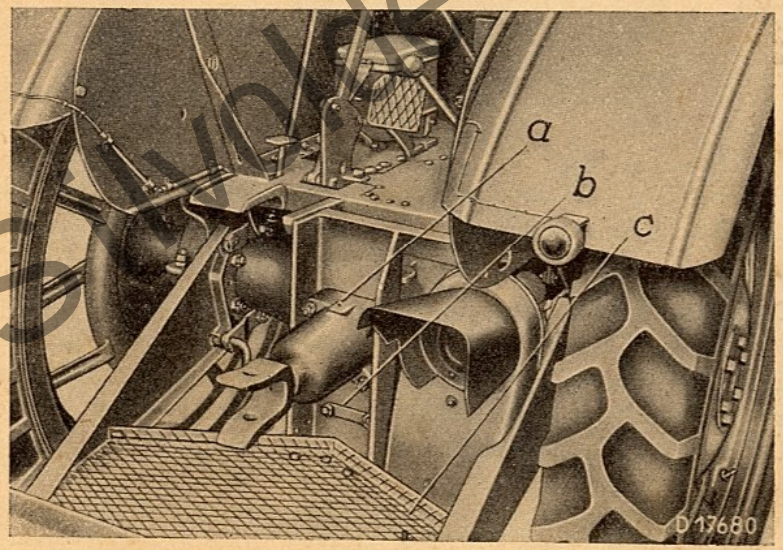

Bild 1
2. Gefederte Anhängevorrichtung a (Bild 1) und Stütze b abnehmen.